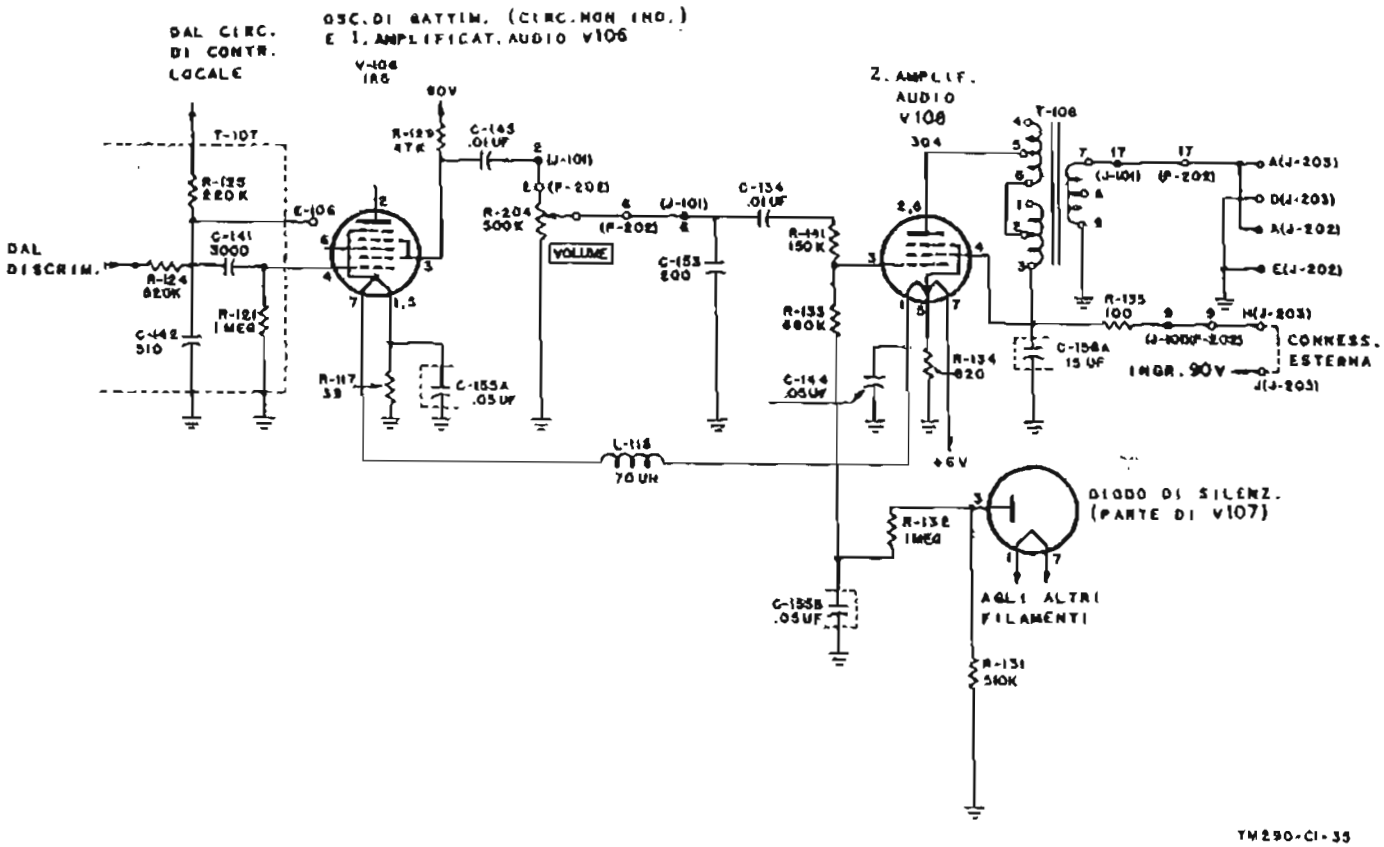

FIG. 24 - Schema circuitale dell'Amplificatore audio del Rice-Trasmettitore RT-70/GRC.
### 33. Primo amplificatore audio V106 (fig. 24 e 25).
b. Nel Ricetrasmettitore RT-70/GRC, il tubo V106, costituito da un convertitore pentagriglia tipo 1R5, assolve due funzioni: quella di primo amplificatore audio e quella di oscillatore di battimento (fig. 24).
## 34. Secondo amplificatore audio V108 (fig. 24 e 25).